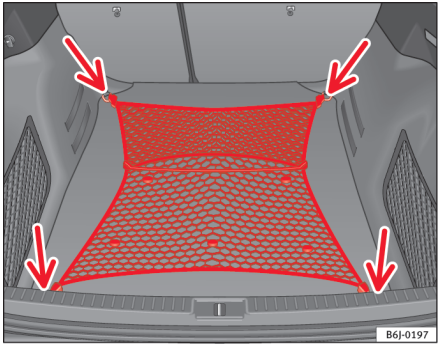

Fig. 89 Bagagenet, der er spændt ud
– Sæt bagagenettet fast i de fire øjer -pile- ⇒ fig. 89.